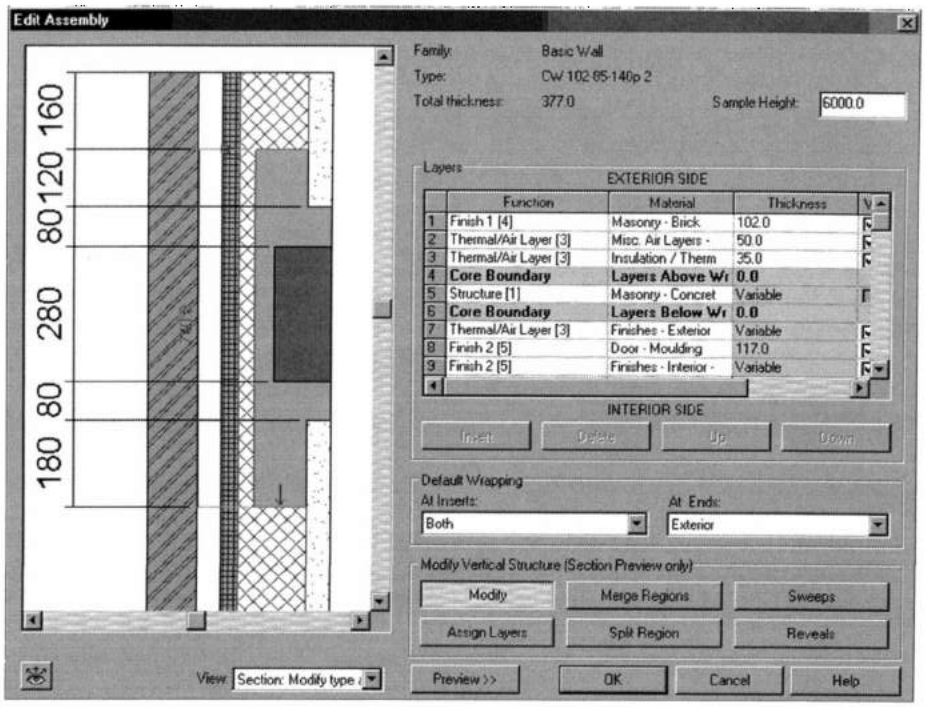
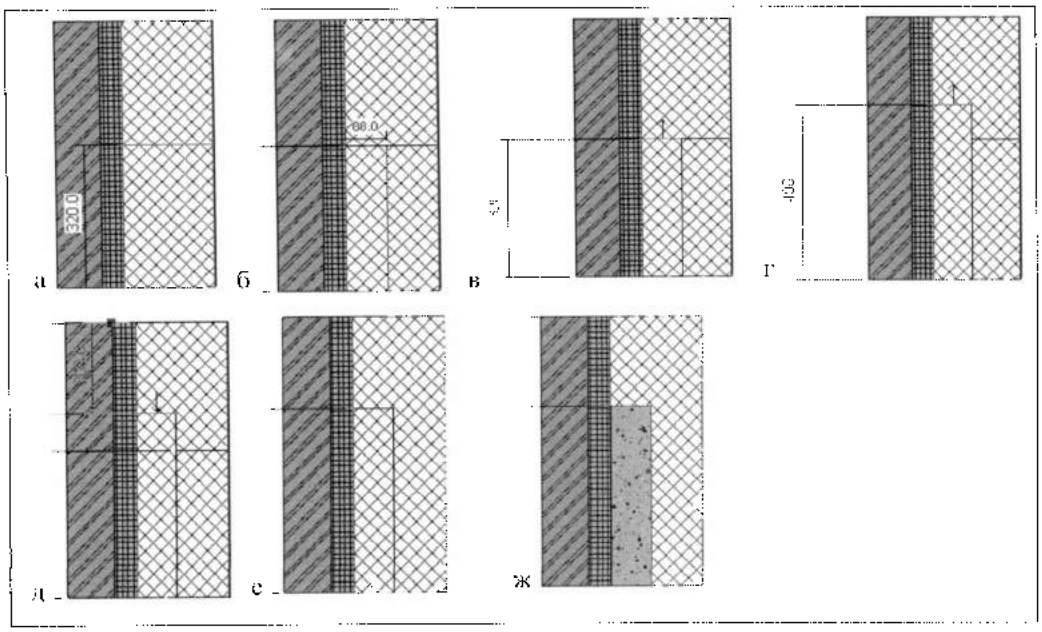
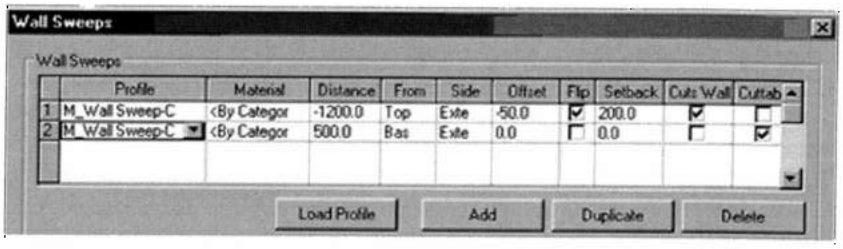

Рис. 15.21. *Настройка вставки в многослойной стене*
Рис. 15.25. *Создание участков*
Рис. 15.27. *Добавление вырезающего профиля в структуру стен*
Для настройки вставок в окне просмотра бокса **Edit Assemble** используется вид разреза, который открывается выбором в списке **View** значения *Section*. В результате становится доступной группа команд в разделе **Modify Vertical Structure** (Изменить вертикальную структуру) (рис. 15.21).
Разделение участков. Разделение возможно по горизонтали или по вертикали. При разделении новые участки наследуют материал исходного слоя или участка. Процедура разделения выглядит следующим образом (рис. 15.25):
1. Нажать в боксе **Edit Assemble** (см. рис. 15.21) кнопку **Split Region** (Разделить участок).
Объединение участков. После разметки участков отдельные из них можно объединить. Граница между участками может быть как горизонтальной, так и вертикальной. Следует нажать в боксе **Edit Assemble** (см. рис. 15.21) кнопку **Merge Regions** (Объединить участки) и щелкнуть в непосредственной близости от удаляемой границы. Объединенному в результате участку присваивается материал участка, на котором был выполнен щелчок (рис. 15.25е).
Назначение слоев. В этой операции устанавливается соответствие между строкой таблицы и слоем (участком). В результате слою присваивается порядковый номер, материал и назначение, определенное в таблице. Для назначения материалов необходимо в боксе **Edit Assemble** нажать кнопку **Assign Layers** (Назначить слои), затем выбрать нужную строку в таблице и щелкнуть на участке в непосредственной близости от любой его границы. Указанному участку будет назначен набор свойств согласно выбранной строке таблицы (рис. 15.25ж).
Нельзя изменить толщину слоя, если он имеет переменную толщину (значение *Variable* в поле **Thickness**), например, слои 5 и 7 на рис. 15.21.
Добавление профилей, интегрированных в структуру стены. Процедура выполняется в боксе **Edit Assemble** (Редактировать сборку) (см. рис. 15.21) при условии, что слева в окне просмотра установлен вид разреза. Для создания выступающего и врезанного профиля необходимо кнопками **Sweeps** (Выступающие профили) и **Reveals** (Врезанные профили) открыть соответствующие боксы **Wall Sweeps** и **Reveals**. Для включения в состав стены профиля нажать в указанных боксах кнопку **Add** (Добавить). Будет добавлена запись для нового профиля, содержащая следующие редактируемые поля (рис. 15.27):
При создании профиля необходимо добавить две вспомогательные плоскости на расстоянии D от исходных вспомогательных плоскостей для задания центра дуги (а), а также ввести два параметра A и D, второй из которых является зависимым (б). После загрузки профиля в проект командой **Load into Projects** этот профиль можно подключить к выбранной стене в боксе **Wall Sweeps** (см. рис. 15.27).